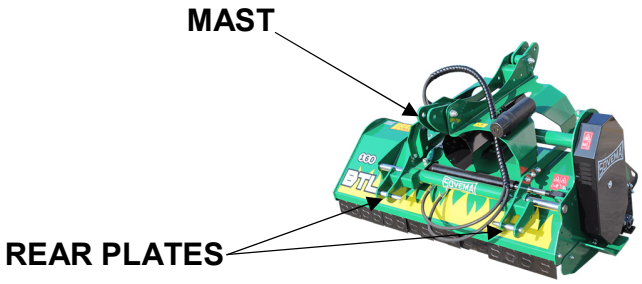

Figure 1
- Using the grease nipple located on top of the rotor shaft hub (one for each shaft) and exactly under the cap present on the cover (see fig. 1), grease the bearings of the shaft it selves. to carry out this operation take out the plugs from the cover and clean the grease nipple. Use lithium-based grease with NLGI number of 2